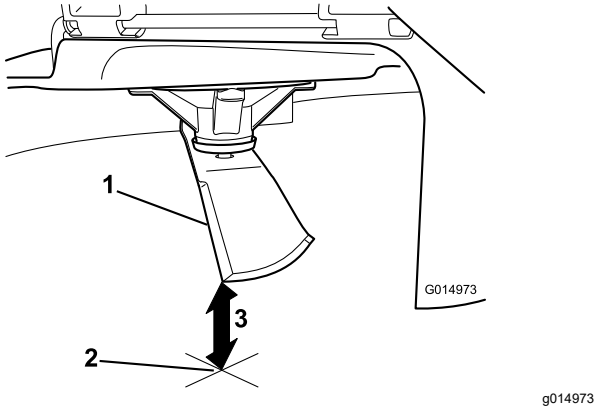

**Figuur 77**
5. Meet de afstand tussen het uiteinde van het mes en de vlakke ondergrond (Figuur 77).